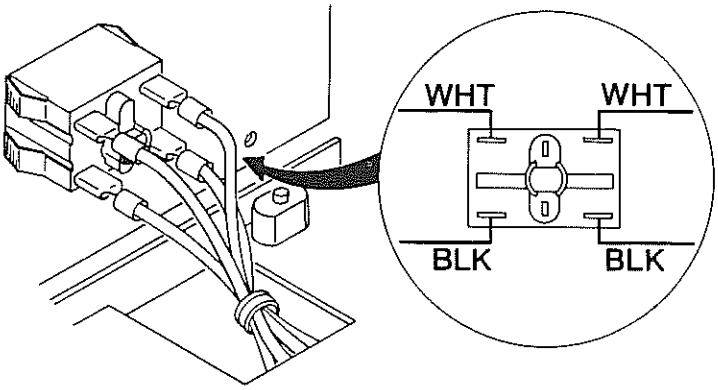

Figure 5.11. Power Switch Wiring Diagram.
g) Connect the push-on connectors of the 4 switch wires to the switch terminals according to the wiring diagram in Figure 5.11. BE SURE THE WIRES ARE CONNECTED TO THE CORRECT SWITCH TERMINALS AND THE PUSH-ON CONNECTORS ARE PRESSED IN FULLY.